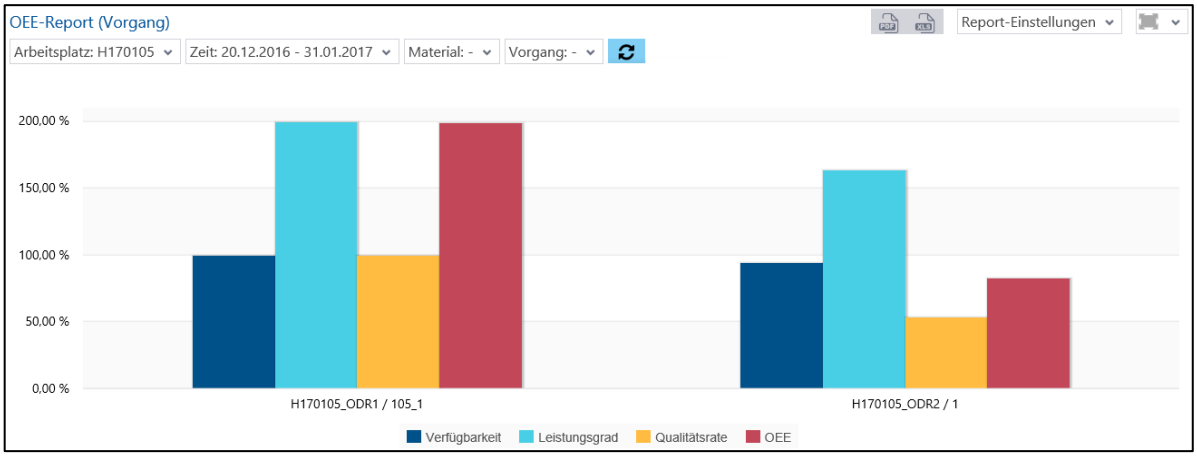

**Bild 49: OEE-Report (Vorgang) als Säulendiagramm**
- OEE-Report (Vorgang) als Säulendiagramm (Bild 49):